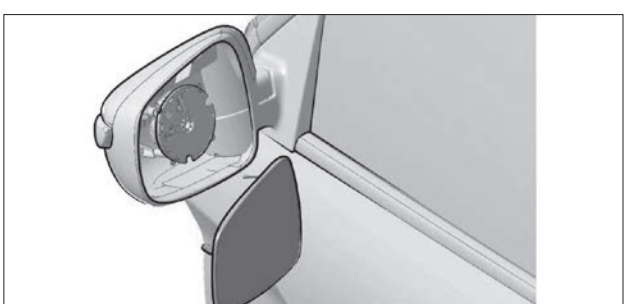

Рис. 8.16. Снятие зеркального элемента
- через образовавшуюся щель аккуратно отщелкните зеркальный элемент и извлеките его из корпуса (рис. 8.16);